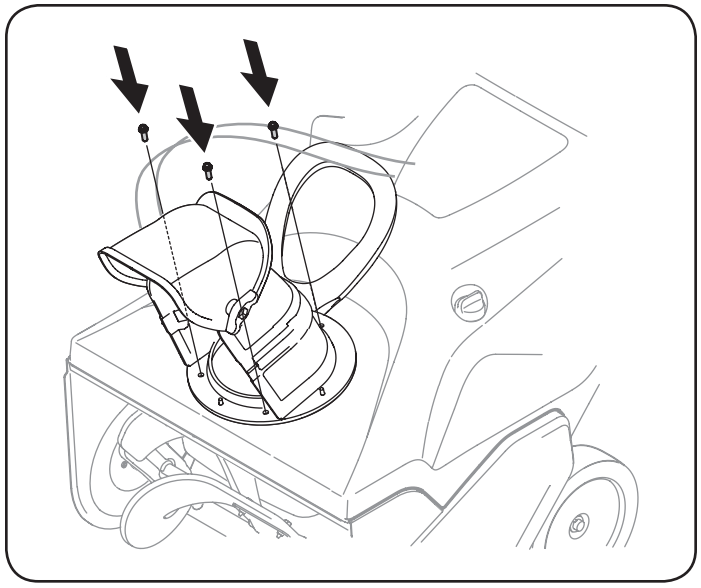

Figura 5
3. Alinee los orificios de la base del canal con los orificios del canal inferior y sujételo con los tornillos que extrajo anteriormente. Vea la Figura 5.